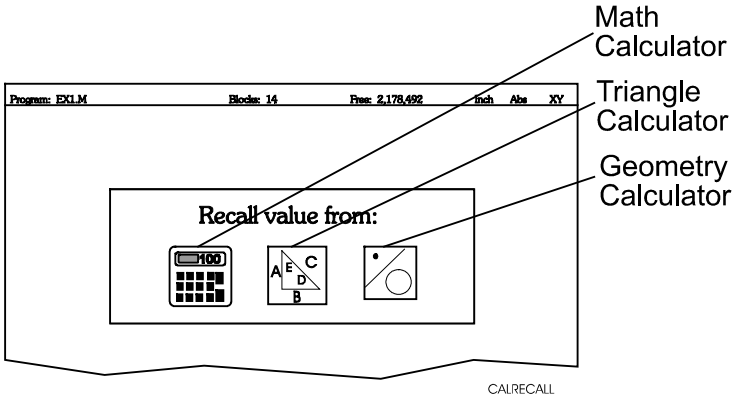

Figure 5-5, Recall Selection Pop-Up
Refer to **Figure 5-5**. The Program Editor displays **Recall** (**F2**) when a graphic menu activates. You can now recall calculator solutions stored in memory directly to the entry fields of a graphic menu.
1. From the graphic menu for the block being edited, highlight the field and press **Recall** (**F2**). The Calculator Recall Selection Menu is displayed. Refer to **Figure 5-5**.
2. Press **Recall** (**F2**). The **Select value:** menu is displayed. Refer to Figure 5-5, Recall Selection Pop-Up.
2. Press **Recall** (**F2**). The Calculator Recall Selection Menu is displayed. Refer to Figure 5-5, Recall Selection Pop-Up.